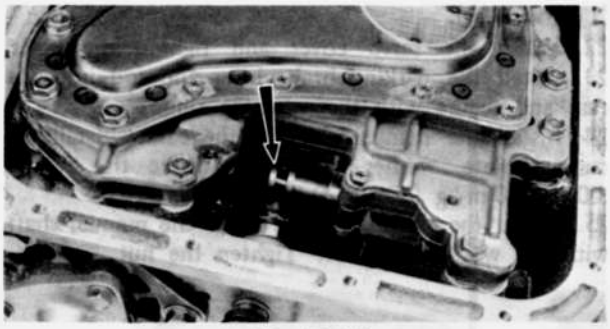

Fig. 7B–57
0.75 m-kg (4.0 ~ 5.4 ft-lb) as shown in Fig. 7B–57.